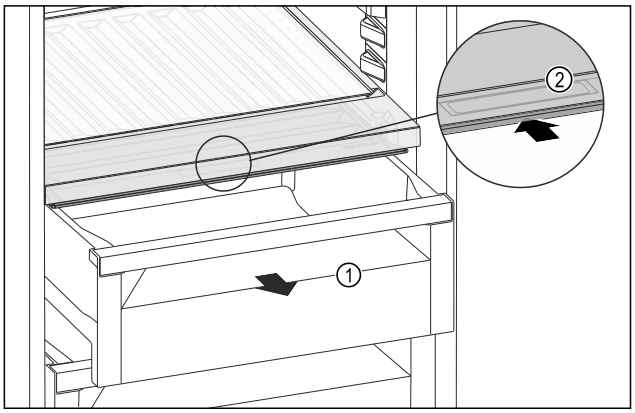

Fig. 184
- ▶ Pull out the drawer *Fig. 184 (1)*.
- ▶ Grasp the recessed grip *Fig. 184 (2)* on the compartment lid and push the compartment lid backwards at the same time.